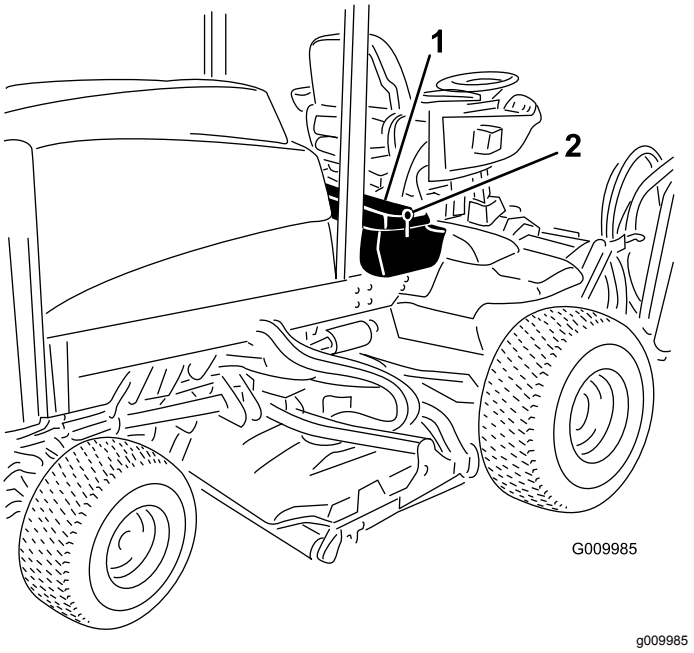

**Figur 60**
1. Lossa och fäll upp konsolpanelen (Figur 60).